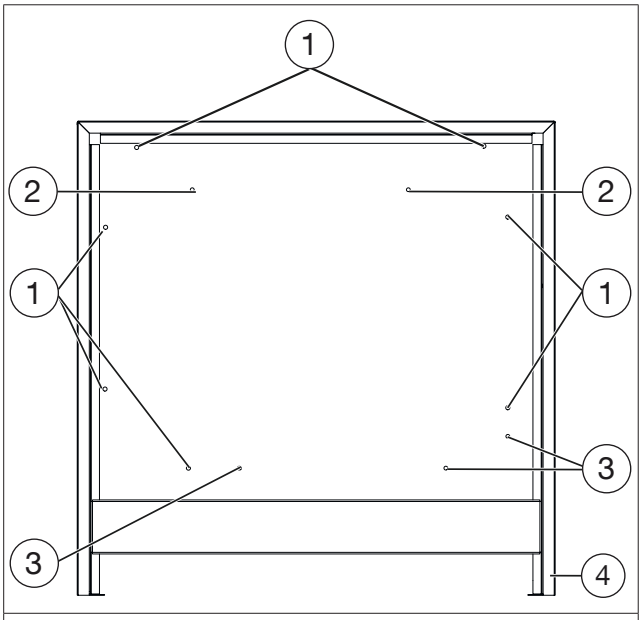
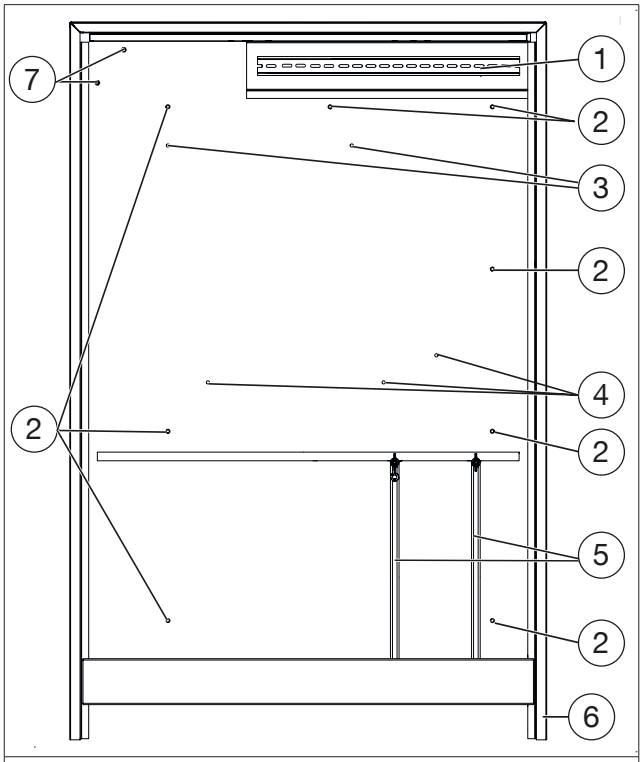

Fig. 1: Construction coffret pour pose en applique 1344697
Fig. 2: Construction coffret pour pose en applique 1344698 et 1344699
4. Fixer le coffret aux pieds et aux points de fixation murale (voir Fig. 1 en page 27 (1) et Fig. 2 en page 27 (2)).